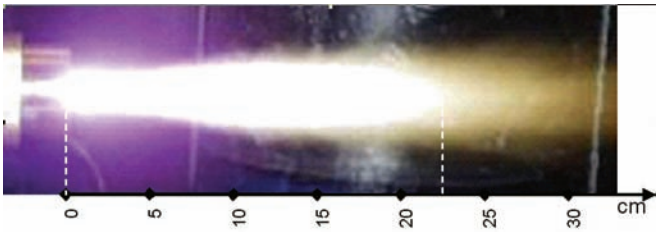

Figure 2. Illustration of transient nitrogen plasma. The length of the plasma plume is above 10 in. (25 cm).
- Figure 2 shows a transient nitrogen plasma plume with the length of above 10 in. (25 cm).